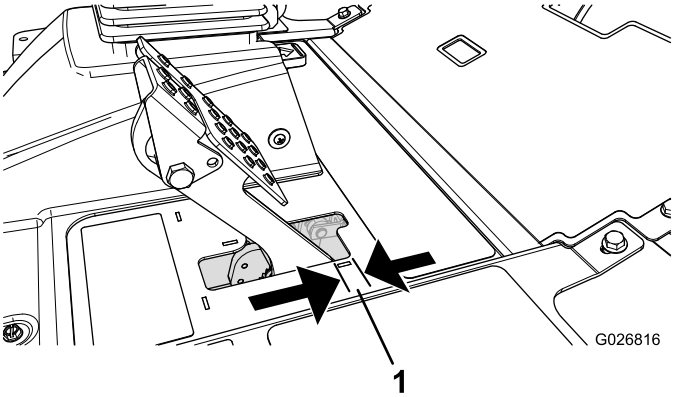

Figur 64
Juster bremserne, hvis bremsepedalen har mere end 2,5 cm fri vandring (Figur 64), eller hvis mere fastholdelseskraft er påkrævet. Fri vandring angiver den afstand, som bremsepedalen kan flyttes, før du mærker bremsemodstand.
2. Tilspænd den bageste møtrik for at flytte kablet bagud, indtil bremsepedalerne har 6 til 13 mm fri vandring (Figur 64), før hjulene låses.